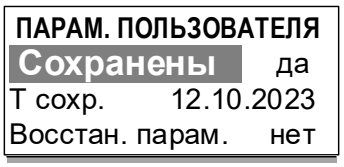

Рис.13. Окно сохранения установочных данных.
3.10.3. После выполнения операции сохранения установочных данных в окне индикации **ПАРАМ. ПОЛЬЗОВАТЕЛЯ** (рис.13) начнется отображение даты выполненной операции сохранения – **Т сохр**.